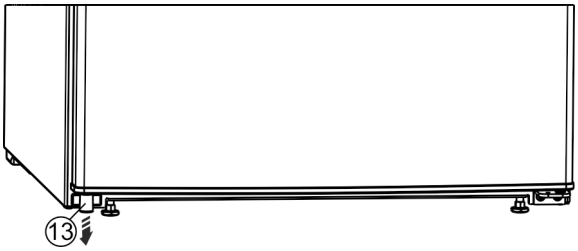

Fig. 5
▶ Demontați distanțierul *Fig. 5 (13)* din partea inferioară stângă a ușii.